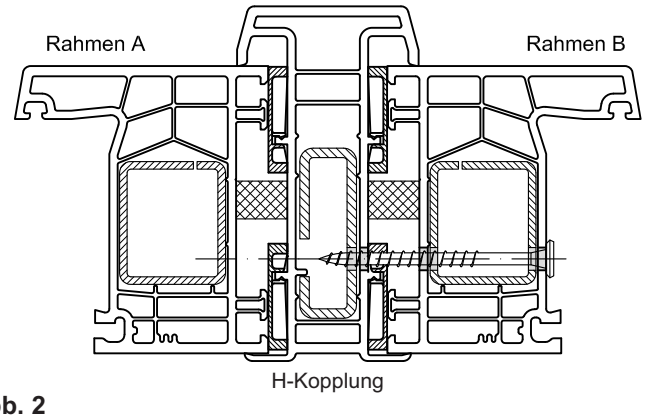

Abb. 2
- Verschrauben Sie durch Rahmen B in die H-Kopplung (Abb. 2).